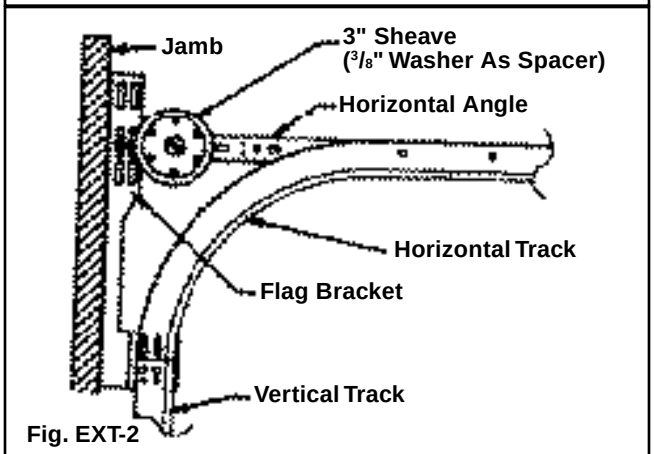

Fig. EXT-2
**Step 2:** Attach a sheave in the third hole on the angle approximately 4 inches from the wall on both sides. Use a $^3/_8$" x $1^1/_4$" bolt, $^3/_8$" washer and nut. The head of the bolt must be on the door side. (FIG. EXT-2)